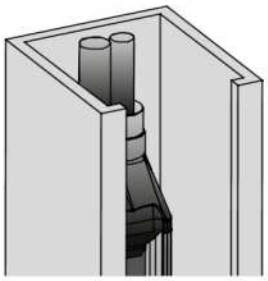

Figura 7: GridScan/Pro con blanqueo secuencia (función blanking)
- Monte el perfil receptor en la guía junto al controlador de la puerta (Figura 7).